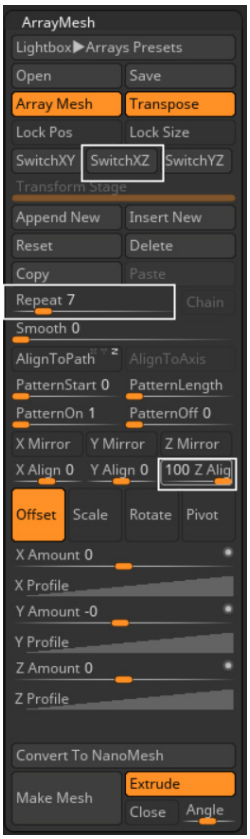
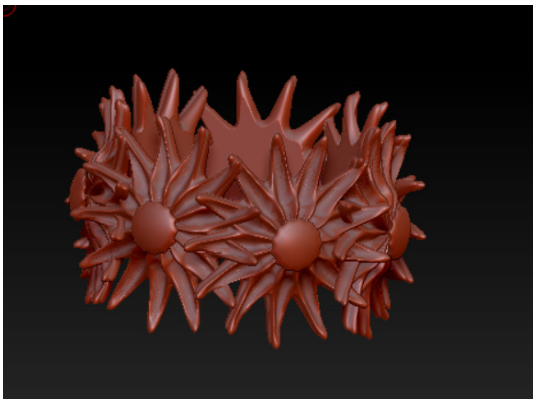

Figure 3-156 *Attributes set in the* ***Array Mesh*** *subpalette*
Figure 3-157 *The finger ring*
3. Set **100** in the **Z Align** slider, as shown in Figure 3-156. The final output of ring is shown in Figure 3-157.